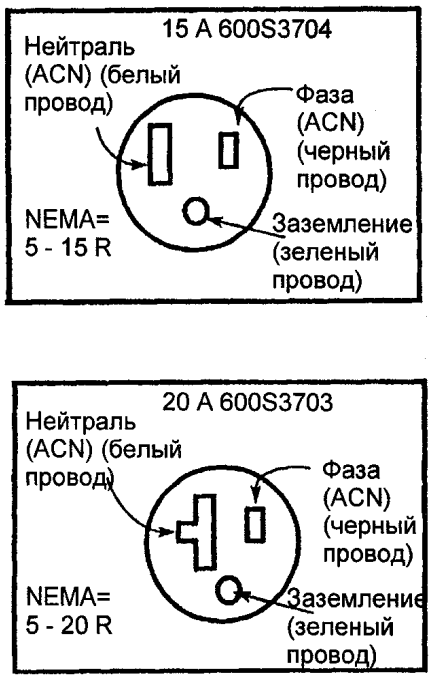

Рис. 1 Проверка заземления и переменного напряжения (USO), (XLA 60 Гц)
1. (РИС. 1): ПРОВЕРЬТЕ ПЕРЕМЕННОЕ НАПРЯЖЕНИЕ И ЗАЗЕМЛЕНИЕ (USO), (XLA 60 Гц)